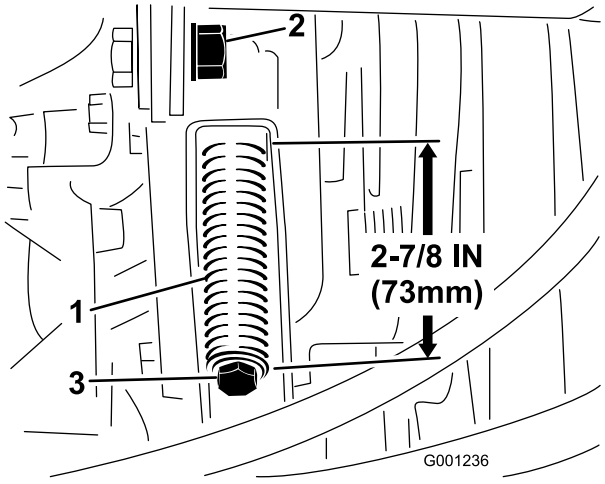

Figur 65
3. Lossa spännlockets kontramutter (Figur 65).
4. Använd en halvtums nyckel för att dra åt eller lossa remmens spännlocksfjäder (Figur 65). Justera fjädern till 73 mm längd.
4. Använd en halvtums nyckel för att lossa remmens spännlocksfjäder (Figur 65) hela vägen.
6. Montera den nya kraftuttagsremmen och spänn remskivsfjädern till 73 mm längd (Figur 65).
7. Dra åt kontramuttern (Figur 65) och stäng huven.